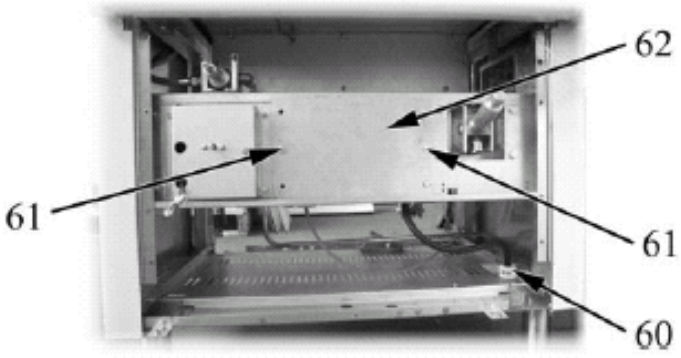

Рис. 6
• После снятия фронтальной панели, для доступа к клеммной колодке ослабьте винт, поз. 61 на рис. 6, которым крепится предохранительный щиток, поз. 62 на рис. 6.